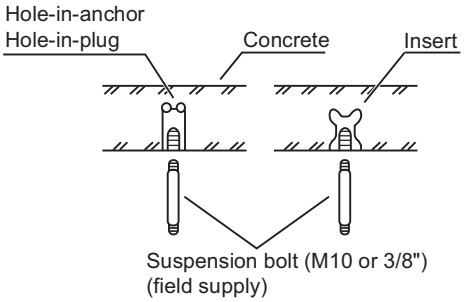

Fig. 1-110
- Insert suspension bolts (Fig. 1-110)
(2) Screw in the suspension bolts allowing them to protrude from the ceiling (Fig. 1-110). (Cut the ceiling material, if necessary.)